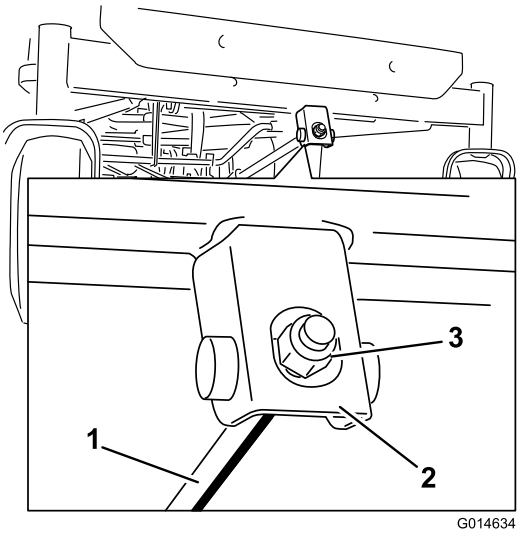

Figur 57
6. Rotere justeringsmutteren foran på gressklipperen (Figur 57) for å justere knivens helling på langs.